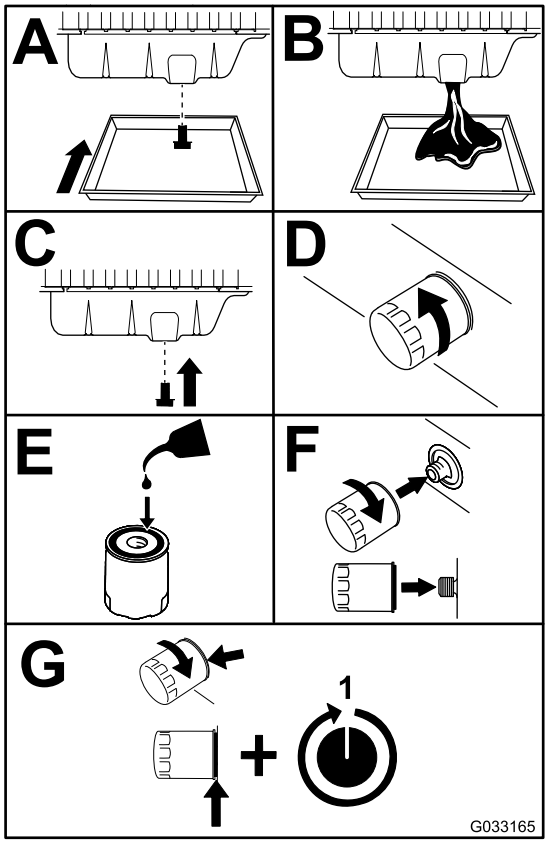

Figur 51
3. Byt motorns olja och filter (Figur 51).